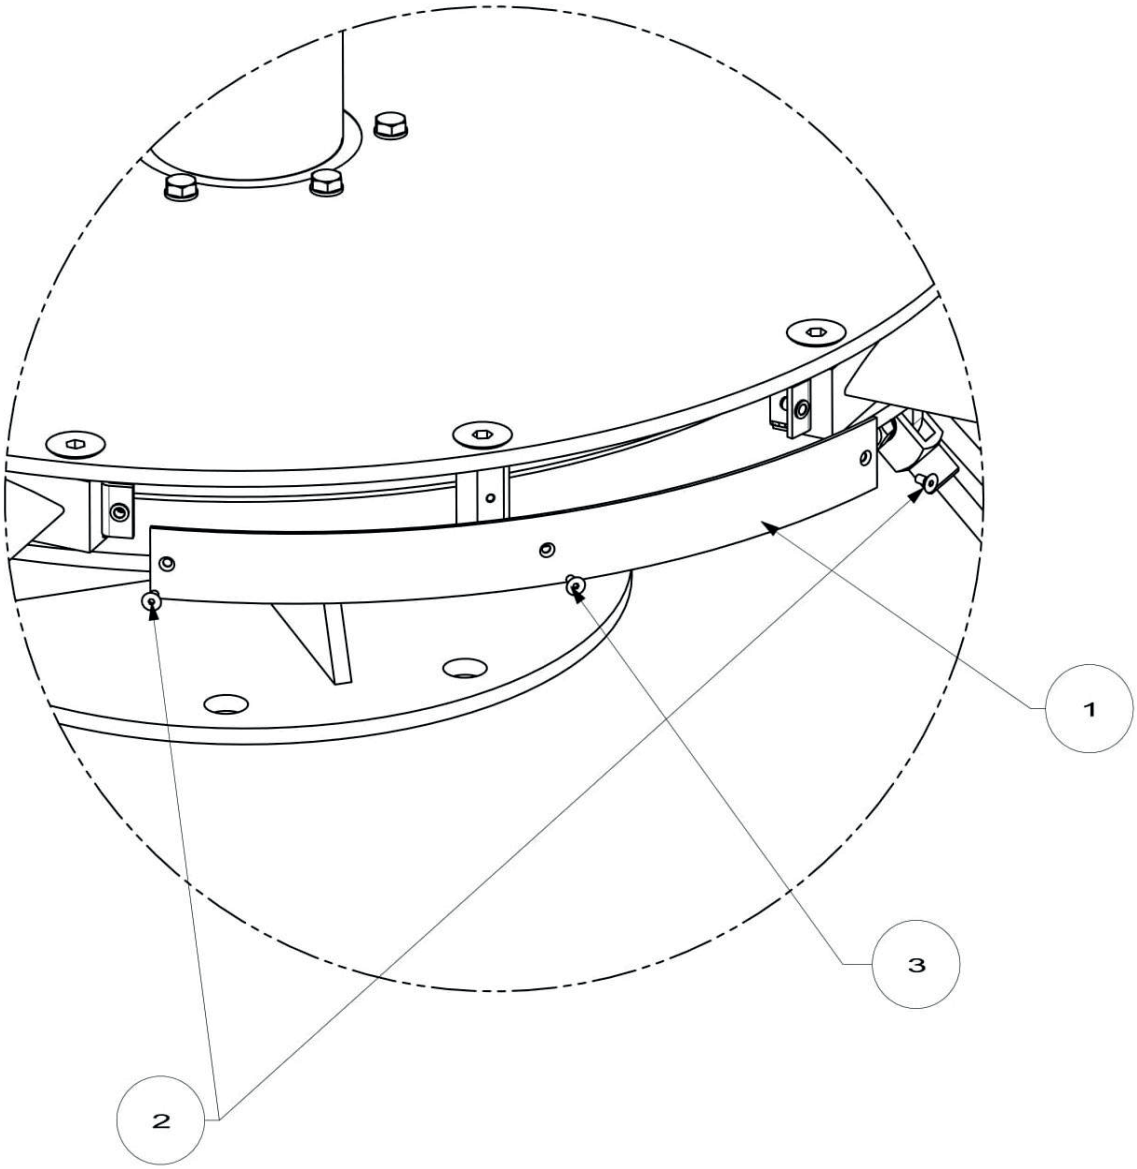

RYSUNEK 9
11. Następnie należy przykręcić osłony generatora jak pokazano na Rys.9. Śruby dokręcać nakładając wcześniej niebieski klej na gwinty. Moment dokręcania śrub to ok.3Nm.